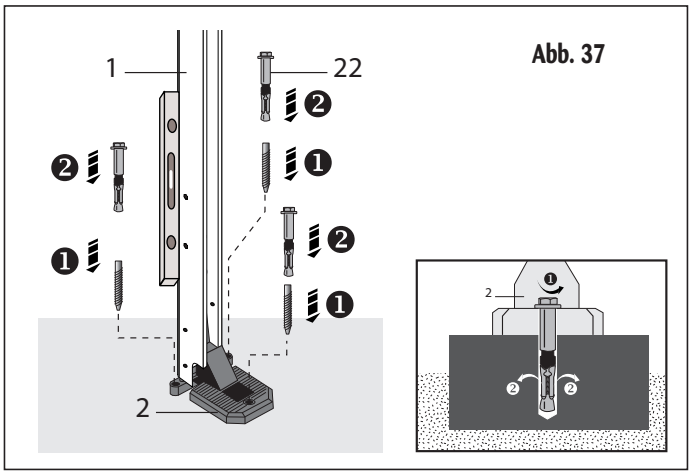

Abb. 37
a) Bohren Sie mit einer Bohrmaschine und einem 18 mm-Bohrer Löcher in die Bodenplatte. Richten Sie sich dabei nach den Bohrungen in den Füßen 2, siehe Abb. 37, Phase 1.
b) Stecken Sie Dübel 22 in die Löcher und ziehen Sie die Schrauben fest an, Abb. 37, Phase 2.
Unbedingt erforderlich: Überprüfen Sie mit einer Wasserwaage die senkrechte Lage der Baugruppe Teil 2 + Teil 1, siehe Abb. 37, verkeilen Sie ggf. den Fuß 2 (Sie können sich ggf. auf Seite 19 beziehen).